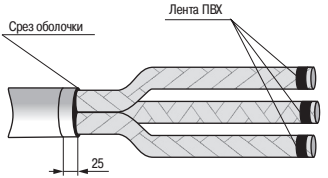

Рисунок 4
4.12 Развести жилы кабеля с радиусом изгиба жил не менее 10-кратной высоты сектора или диаметра жилы по изоляции. Обезжирить их салфеткой, смоченной в бензине или ацетоне. Закрепить фазную изоляцию на концах жил бандажом из двух-трёх витков ПВХ ленты (рисунок 4).